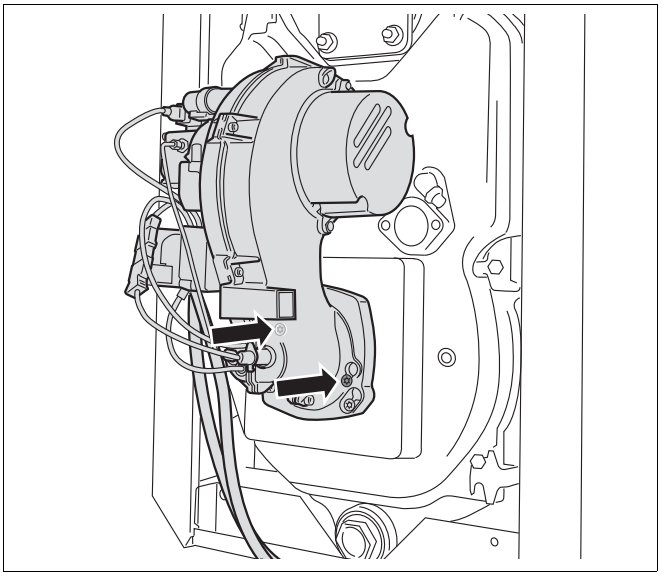
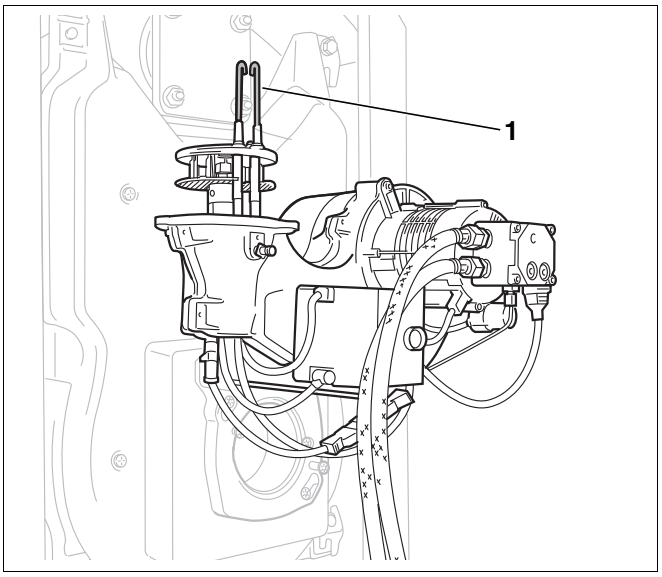

*Рис. 26 Болты штыкового крепления*
*Рис. 27 Установка горелки в положение для обслуживания*
- Ослабить болты горелки штыкового крепления (Рис. 26, стр. 33) (пять–шесть оборотов, примерно. 6–8 мм). Установить горелку в положение для обслуживания (Рис. 27, стр. 33).
- Ослабить оба болта штыкового крепления (Рис. 26).
- Установить горелку в положение для обслуживания (Рис. 27).
На запальных электродах (Рис. 27, **поз. 1**) не должно быть отложений.
- Демонтировать запальные электроды (Рис. 27, **поз. 1**).